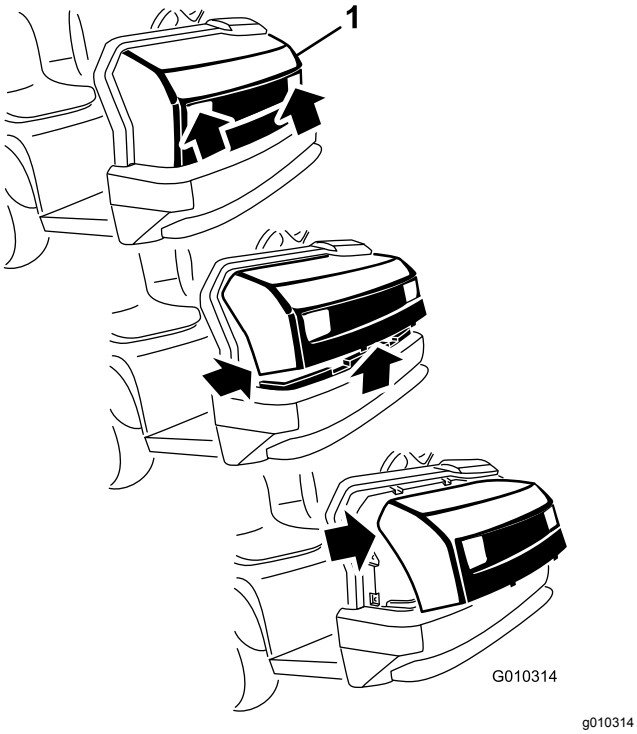

Figuur 39
1. Pak de motorkap beet via de openingen van de koplampen en til de motorkap op om de montagelipjes uit de sleuven in het frame te laten klikken (Figuur 39).
2. Draai de onderkant van de motorkap omhoog tot u de bovenste montagelipjes uit de sleuven in het frame kunt klikken (Figuur 39).
3. Draai de bovenzijde van de motorkap naar voren en koppel de bedrading van de koplampen los (Figuur 39).